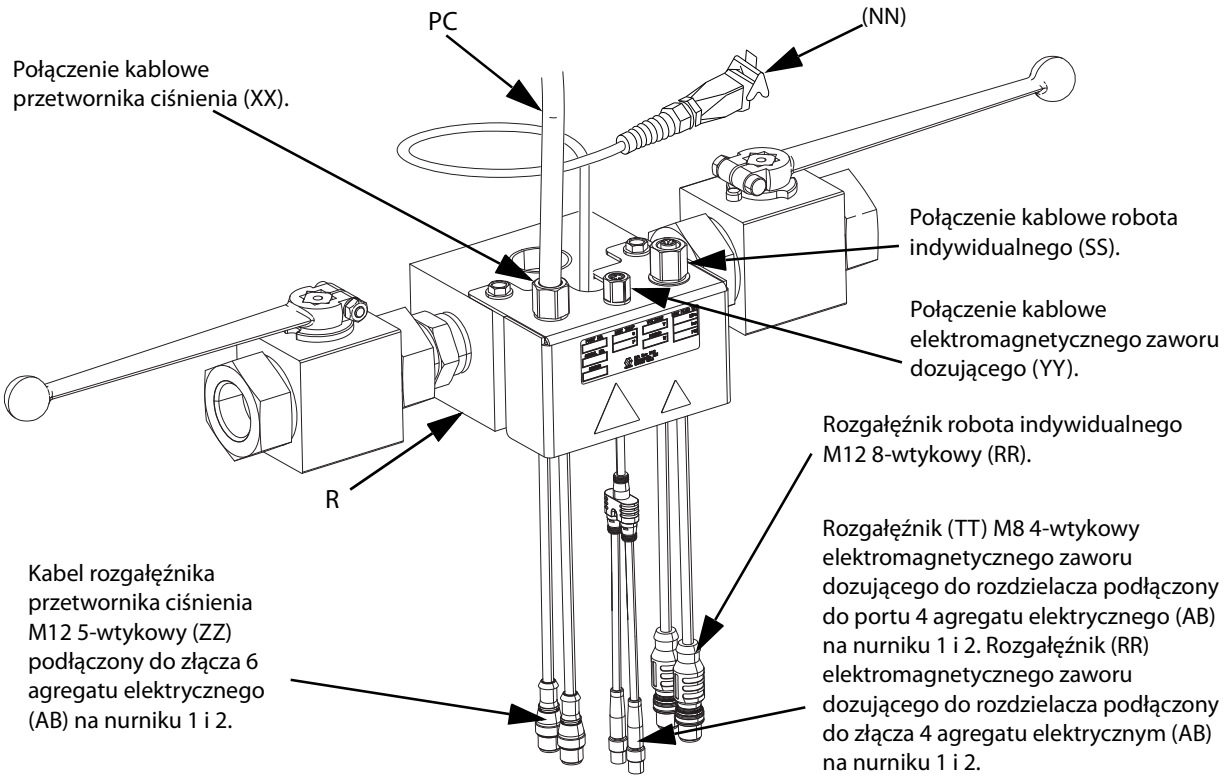

RYS. 22
1. W przypadku korzystania z pojedynczego nurnikowego systemu tłoczącego iQ, przewód przetwornika ciśnienia (PC) należy podłączyć z zaworu dozowania (B), a następnie do portu 6 na agregacie elektrycznym (AB). Patrz **Złącza komunikacyjne agregatu elektrycznego** dla pojedynczych systemów nurnikowych, na stronie 16.
a. Podłączyć przewód przetwornika ciśnienia (PC) z zaworu dozującego (B) do rozdzielacza przetwornika ciśnienia bloku zaworów tandemowych. Patrz RYS. 22.
b. Podłączyć jedną końcówkę męską kabla rozdzielacza przetwornika ciśnienia M12 5-wtykowego (ZZ) na bloku tandemowym (R) do portu 6 na agregacie elektrycznym (AB) 1 nurnika. Drugą końcówkę męską podłączyć do portu 6 2 nurnika. Patrz **Złącza komunikacyjne agregatu elektrycznego** dla **Nurnik tandemowy**, na stronie 17.